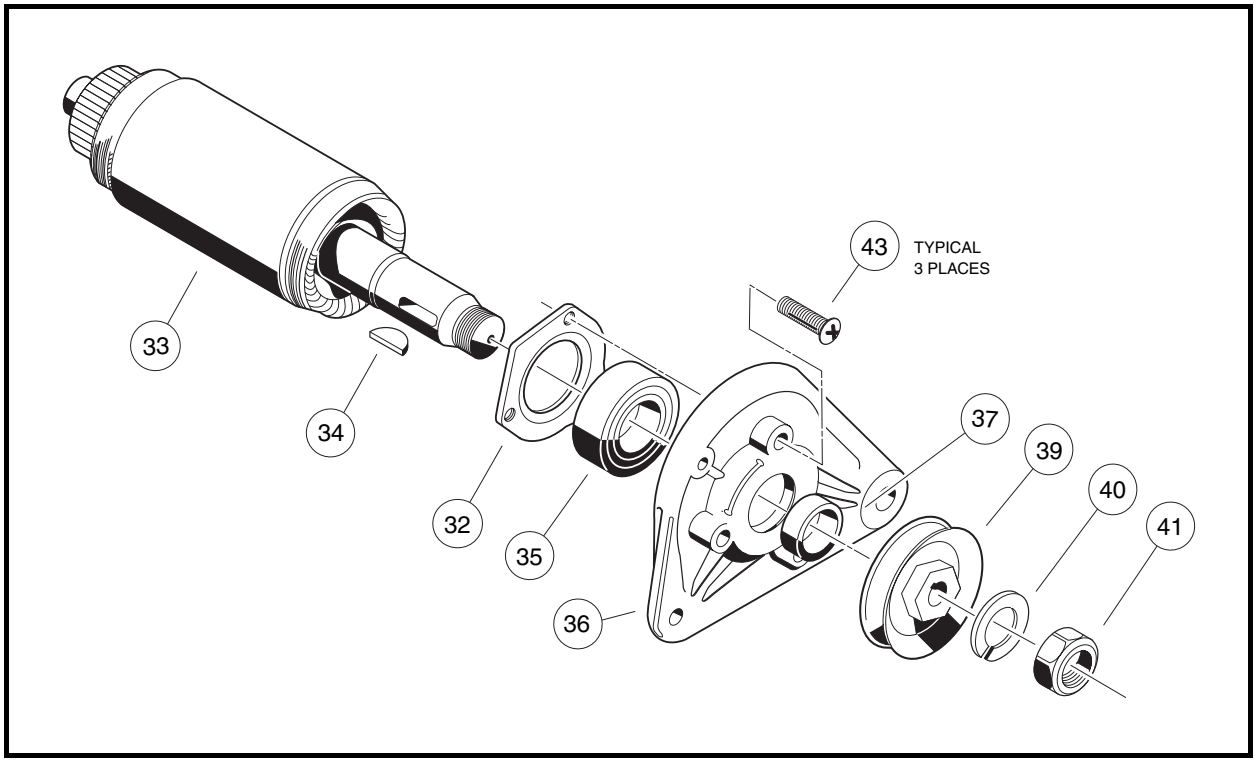
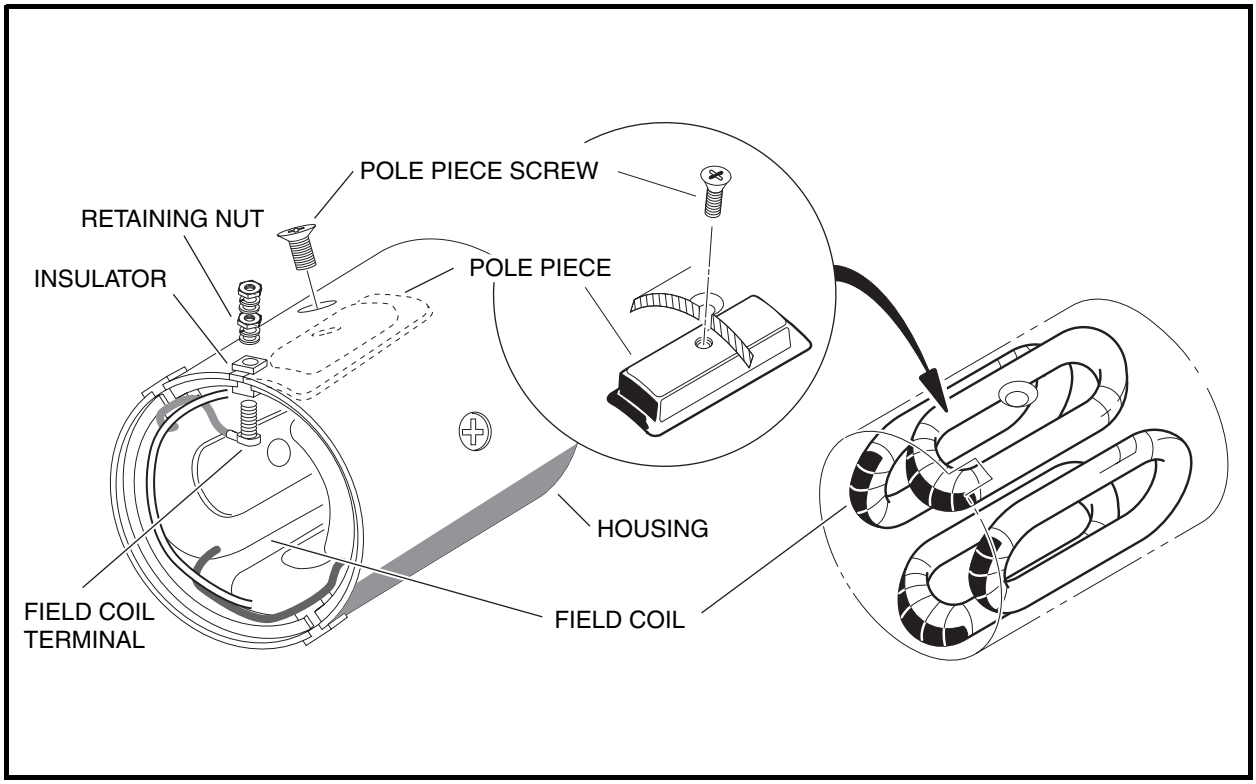

Figure 12-7 Armature and Output End Cover Assembly
Figure 12-10 Field Coil Assembly
3. To separate armature (33) from output end cover (36), remove nut (41), lock washer (40), pulley (39), shaft key (34), spacer (37), and bearing retainer screws (43) **(Figure 12-7, Page 12-5)**.
3. Slide the bearing retainer (32) off of the output end of the shaft **(Figure 12-7, Page 12-5)**.
1. Remove the retaining nut from each field coil terminal and slide the insulator out of the slots in the housing. Remove the four pole piece screws from the housing. Remove the four pole pieces from inside the housing. Remove the field coils from the inside of the housing **(Figure 12-10, Page 12-7)**. **See following NOTE.**
NOTE: *Do not remove the insulators or the field coils unless an electrical test indicates that it is necessary* ***(Figure 12-10, Page 12-7). See Test Procedure 9, Section 11, Page 11-23.***
2. After the insulators are seated in the slots, install the threaded terminals through the wire connectors and then through the insulators. Install a flat washer, lock washer and nut onto each threaded terminal on the outside of the housing. Tighten nuts to 47.5 in-lb (5.4 N·m) **(Figure 12-10, Page 12-7)**.
3. Install the four pole pieces into the housing. Use the four screws to secure pole pieces to the inside of the housing to retain the field wires. Tighten screws to 9 ft-lb (12.2 N·m) **(Figure 12-10, Page 12-7)**.
4. Slide the bearing retainer onto the output end of the armature shaft (33) so that it will hold the outside of the bearing (35) only.
5. Press a new ball bearing (35) onto the output end of the armature **(Figure 12-7, Page 12-5)**. Press a new ball bearing onto the commutator end of the armature shaft. **See following CAUTION.**
6. Install the output end cover (36) onto the armature. Secure the bearing retainer (32) to the cover and tighten the screws (43) to 39 in-lb (4.4 N·m) **(Figure 12-7, Page 12-5)**.
11. Slide the spacer (37) onto the end of the shaft. Insert the shaft key (34) into the shaft. Install the belt pulley (39) onto the shaft, and install the lock washer (40) and M14 nut (41). Tighten the nut to 28 ft-lb (38.0 N·m) **(Figure 12-7, Page 12-5)**.